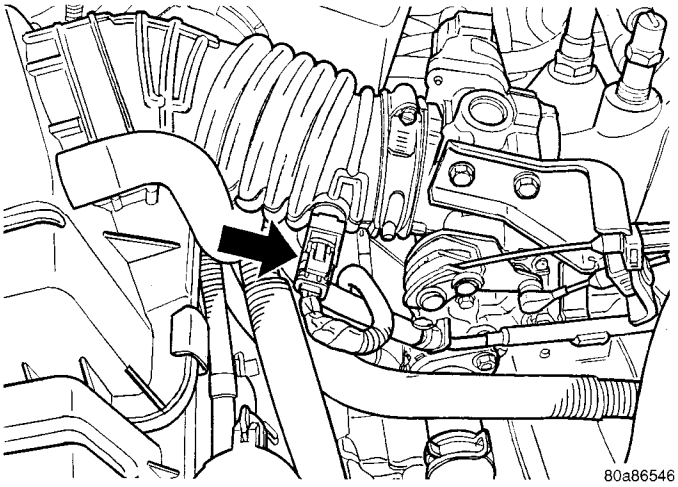
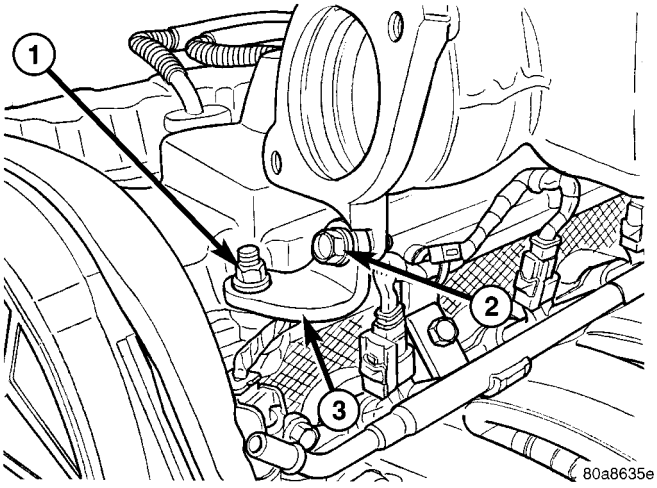

Fig. 106 Inlet Air Temperature Sensor - 2.4L
Fig. 109 Upper Intake Manifold Support Bracket
(1) Disconnect negative cable from battery.
(2) Disconnect connector from inlet air temperature sensor (Fig. 106).
(9) Disconnect throttle and speed control (if equipped) cables from throttle lever and bracket. (Refer to 14 - FUEL SYSTEM/FUEL INJECTION/ THROTTLE CONTROL CABLE - REMOVAL)
(10) Remove the EGR tube. (Refer to 25 - EMISSIONS CONTROL/EXHAUST GAS RECIRCULATION/TUBE - REMOVAL)
(11) Remove the upper manifold support bracket bolt to manifold (Fig. 109).
(4) Install engine oil dipstick.
(5) Install upper bolt in intake manifold to front support bracket (Fig. 109). Torque to 28 N·m (250 in. lbs.).
(6) Install EGR tube. (Refer to 25 - EMISSIONS CONTROL/EXHAUST GAS RECIRCULATION/ TUBE - INSTALLATION)
(7) Install throttle cables in bracket.
(8) Connect throttle and speed control (if equipped) cables to throttle lever.
(9) Connect vacuum lines for power brake booster, LDP, EGR transducer, and speed control vacuum reservoir (if equipped) at upper intake manifold fittings.
(10) Connect vacuum lines for purge solenoid and PCV valve.
(11) Connect electrical connectors for MAP sensor, throttle position sensor (TPS), and idle air control (IAC) motor.
(12) Install air cleaner upper housing and air intake tube to throttle body.
(13) Connect inlet air temperature sensor connector (Fig. 106).
(14) Connect negative cable to battery.